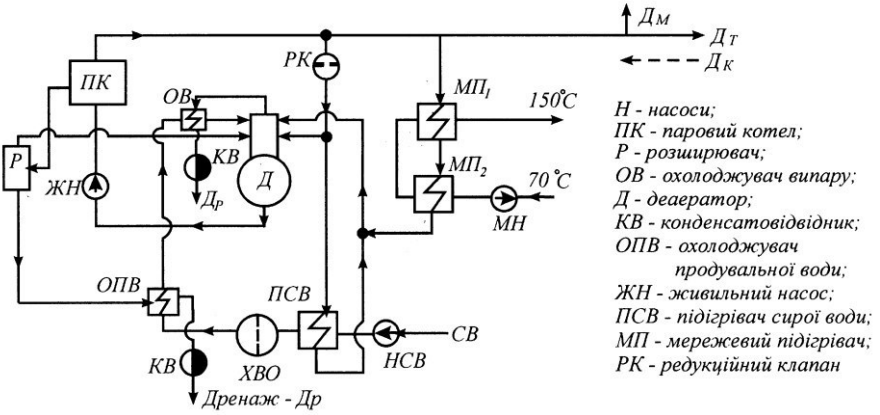

Рис. 7.1. Принципова ТС парової котельні
7.4. Принципова ТС парової котельні (рис.7.1)